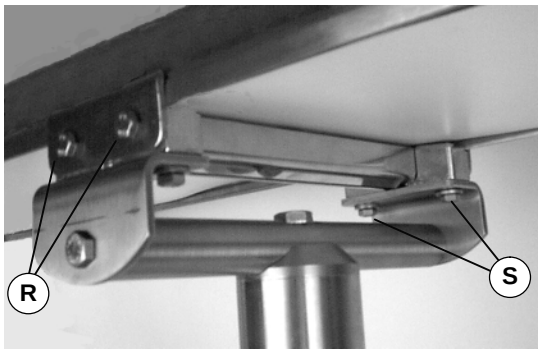

Abbildung 16
3. Die Klemmplatten zu beiden Seiten des Förderers befestigen (Abbildung 16). Die Schrauben (R) mit 10,4 Nm festziehen.